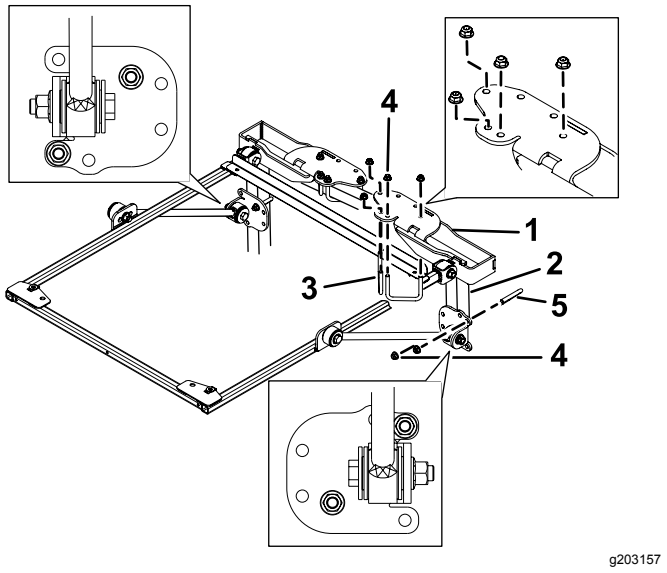

Figur 32
4. Sätt monteringsfästena till vältskyddet på traktorenhetens störtbåge (Figur 32). Kontrollera
5. Använd monteringshålen som visas i Figur 32 och montera monteringsfästena till störtbågen ovanpå vältskyddet med två U-bultar (2 3/4 tum) och fyra flänsmuttrar.
6. Använd monteringshålen som visas i Figur 32 och fäst stagen till fästena löst på störtbågsstolparna med en U-bult (4 tum) och två flänsmuttrar.